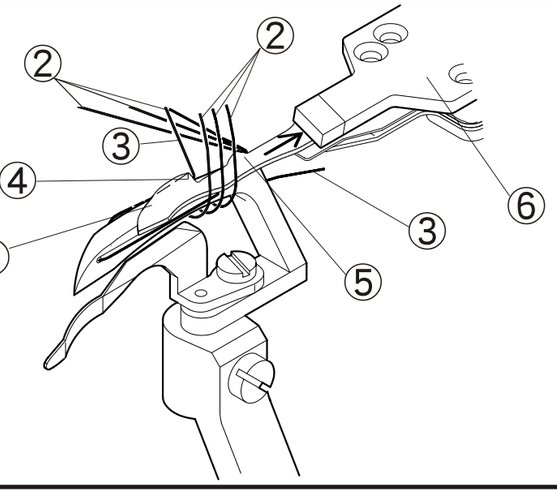

Fig. 70
3. Mientras el rebordeador inferior 1 continúa moviéndose a la derecha, el hilo de aguja 2 y el hilo del bucleador 3 están justo al lado derecho del borde del rebordeado de hilo 5 y del borde del rebordeado del bucleador de hilo 4. Además, los hilos deben ser tomados por el rebordeador superior 6 y rebordearlo por los bordes. (Fig. 70)